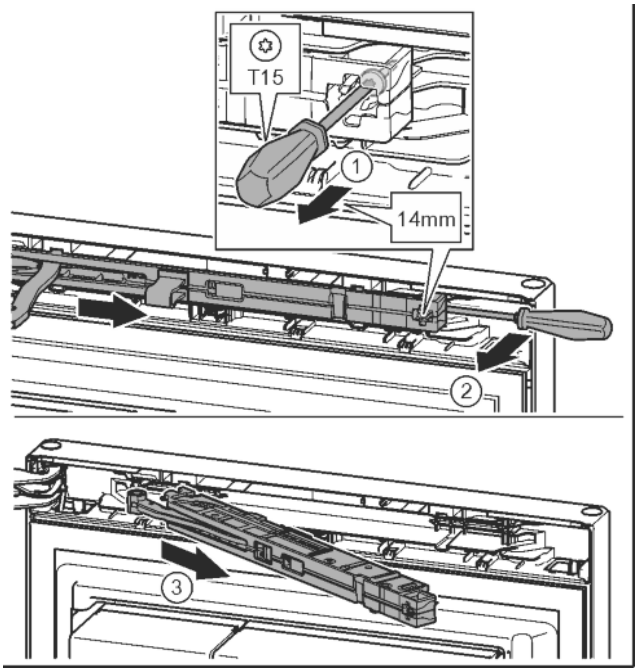

Fig. 10
- ▶ Ослабить винт на узле амортизатора с помощью отвертки T15 примерно на 14 мм. *Fig. 10 (1)*
- ▶ Отверткой со стороны ручки переместиться за узел амортизатора и повернуть вперед. *Fig. 10 (2)*
- ▶ Извлечь узел амортизатора. *Fig. 10 (3)*